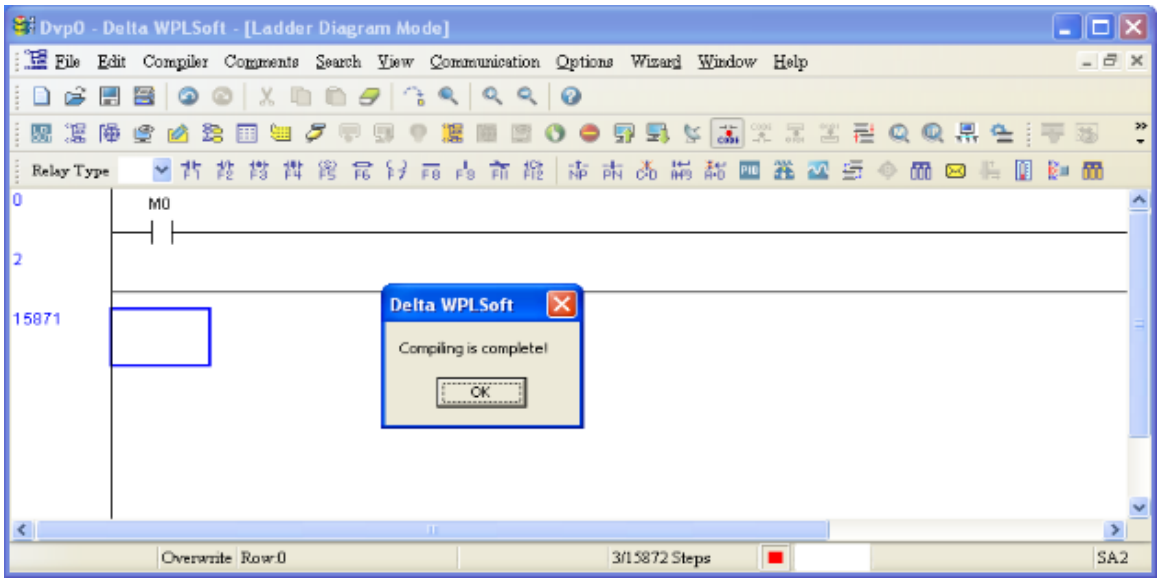

Figure 16-24
Step 5. Compile the program. On the toolbar, click the Compile button CODE to compile the edited ladder diagram into a command program. After compiling, the number of rungs appear on the left side of the busbar. (See Figure 16-24.)